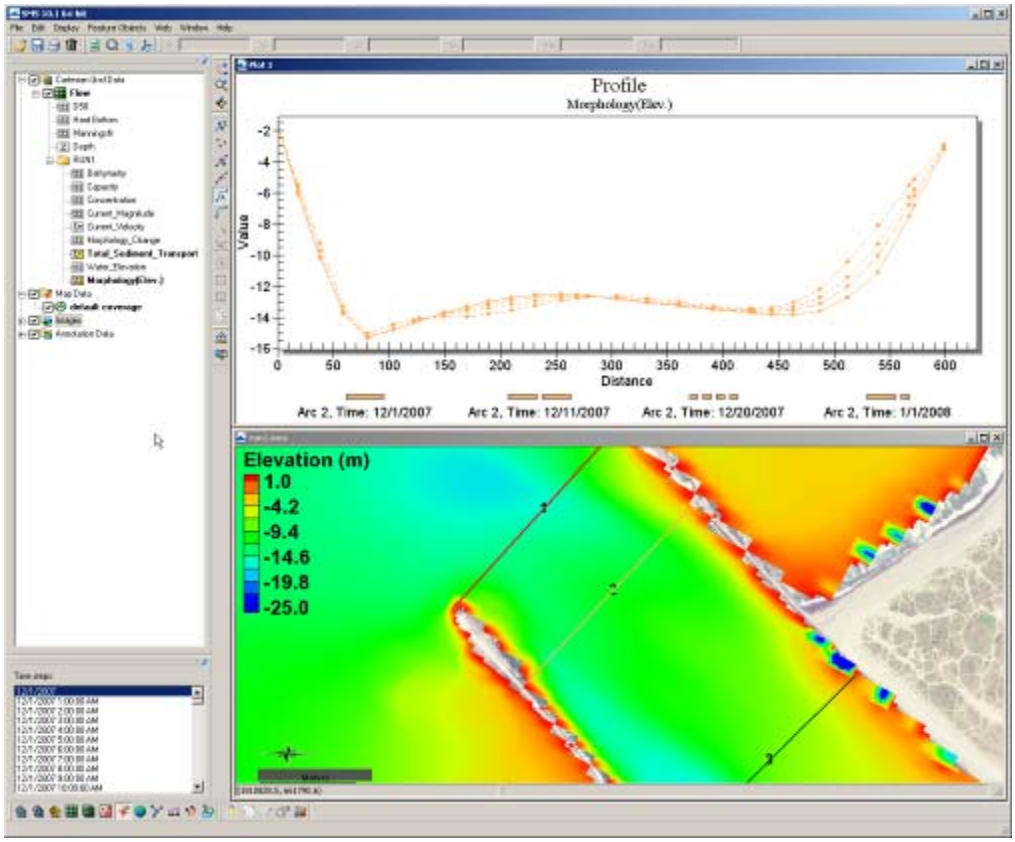

Figure 66. Plotted cross-section.
3. Rt-click on the plot (Figure 66) and select *view values..*, and a table will appear with all the plotted distance and elevations given in the graph, (Note this ascii table can be copied and pasted into excel),